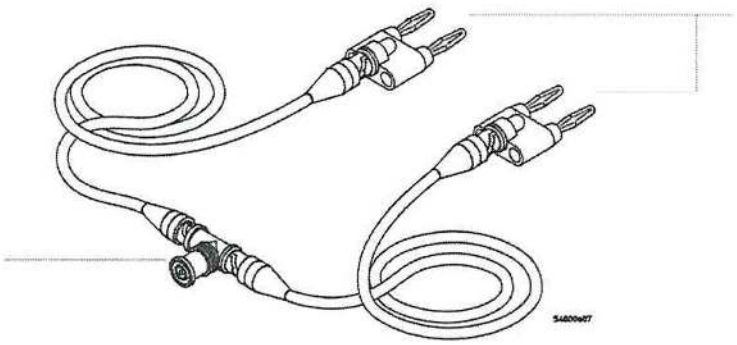

Рисунок 9
8.8.1 Подключить мультиметр 3458A, настроенный на 4-х проводное измерение сопротивления (рисунок 9).